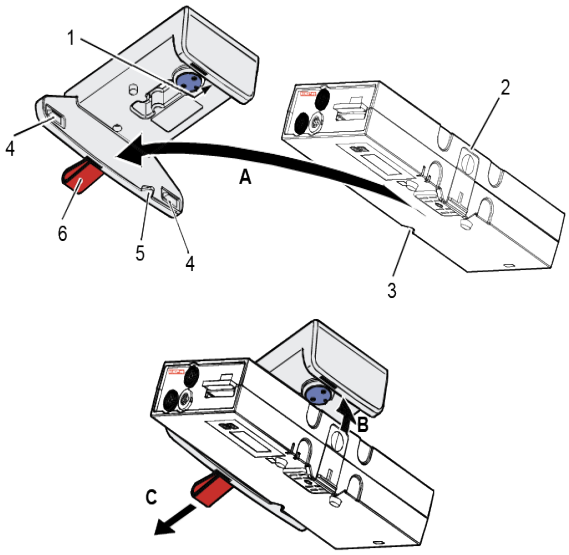

Fig. 4-35 Inserting the patient box into the charging bracket (ceiling installation (illustration may differ))
1. Position the patient box as shown in Fig. 4-35.
1. Disconnect the safety belt (not illustrated in Fig. 4-35).
2. Firmly hold the patient box and pull the loop (item 6) (item C).